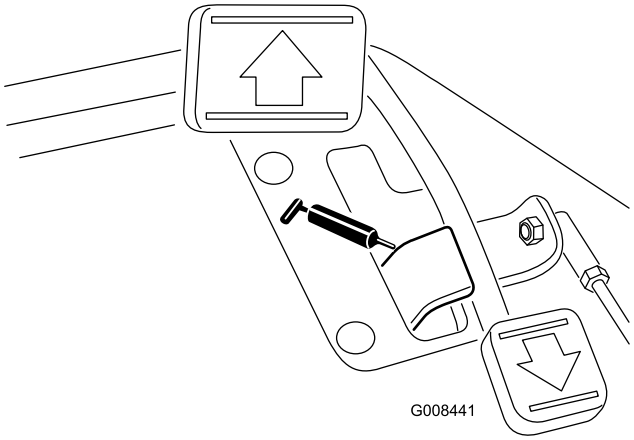

**Figur 35**
- Traktionspedaldrejeled (1) (Figur 35)